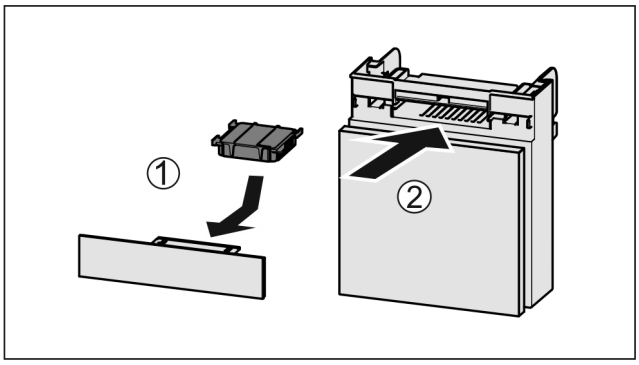

Fig. 117
▶ Introduceți *Fig. 117 (1)* filtrul de cărbune activ după cum se vede în figură.
▶ Împingeți *Fig. 117 (2)* compartimentul în interior.